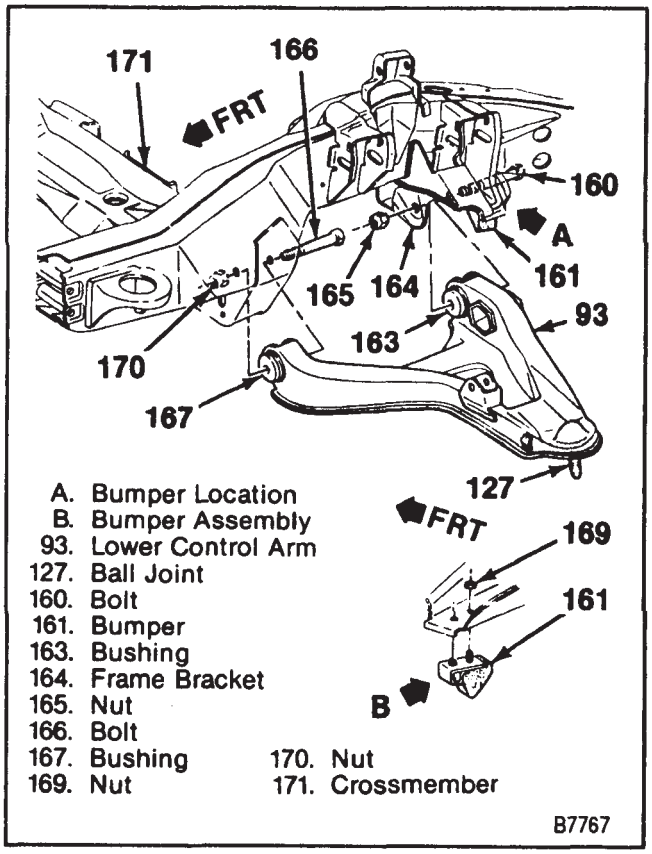
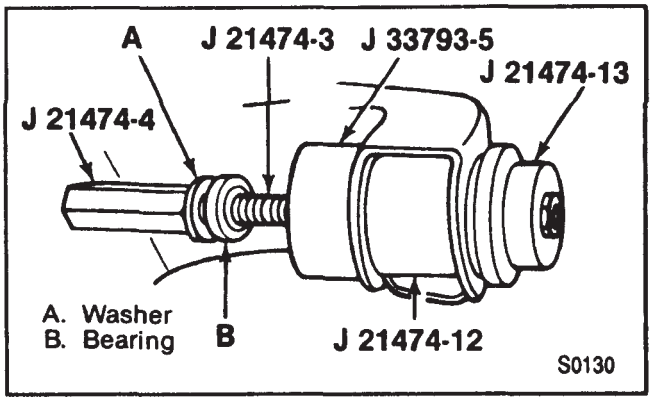

Figure 53—Lower Control Arm Components
Figure 57—Installing the Lower Control Arm Rear Bushing
Remove or Disconnect (Figures 53 through 55)
Install or Connect (Figures 53, 56, and 57)
2. Bushing (163)(figure 57).
3. Lower control arm (93) to the crossmember (171) and the frame bracket (164).
- Install the front leg of the lower control arm into the crossmember (171) before installing the rear leg into the frame bracket (164).
4. Bolts (166 and 160) in the direction shown in figure 53.